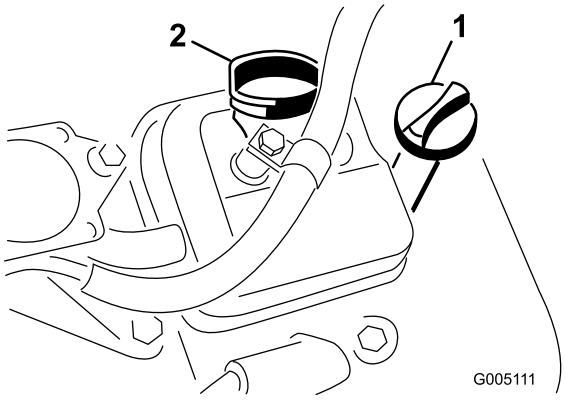

**Figur 25**
3. Sett peilestaven inn i røret, og pass på at den når helt ned (Figur 25).